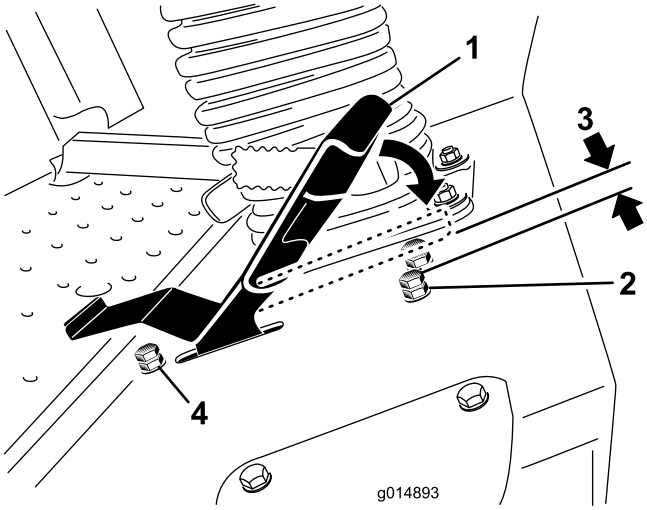

Figura 60
3. Afloje la contratuerca del perno de tope del pedal de tracción (Figura 60).